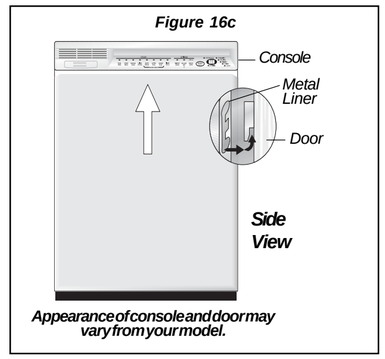

Figure 16c
5. When ready to replace door, fit the slots on each side of top door edge over the tabs on the metal liner. Push on sides to insure the door is flat. Push up from bottom until there is no gap between door and console. **See Figure 16c.**